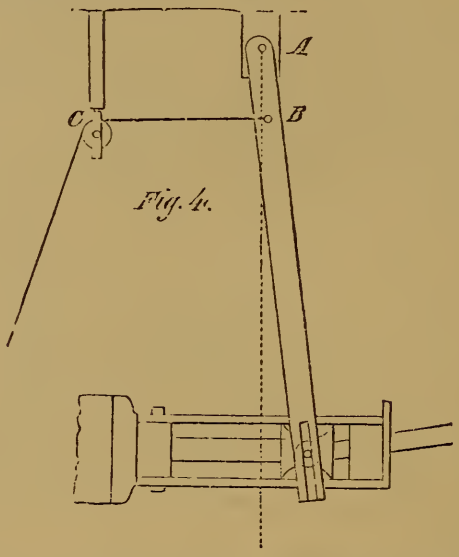

Fig. 4.
b. Swinging-board, with slot.—Fig. 4.